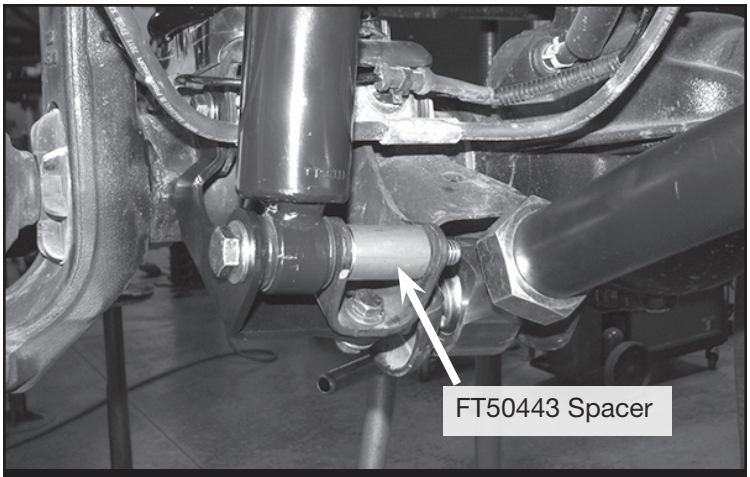

FIGURE 18 - STEP 18
18. **(Lower Shock Mount)** Install the shock to the lower mount using the suppled 1/2” X 4-1/2” bolt and hardware as well as the FT50443 (Spacer) in the factory location. Torque to 106 ft-lbs. **SEE FIGURE 18**